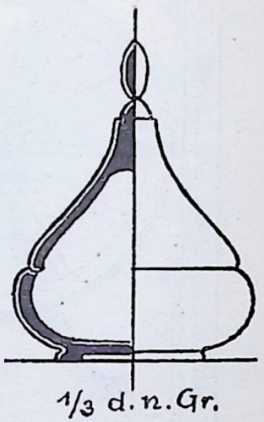

Abb. 84.
13. Wie teuer kommt eine **Dose?** (Abb. 84.)